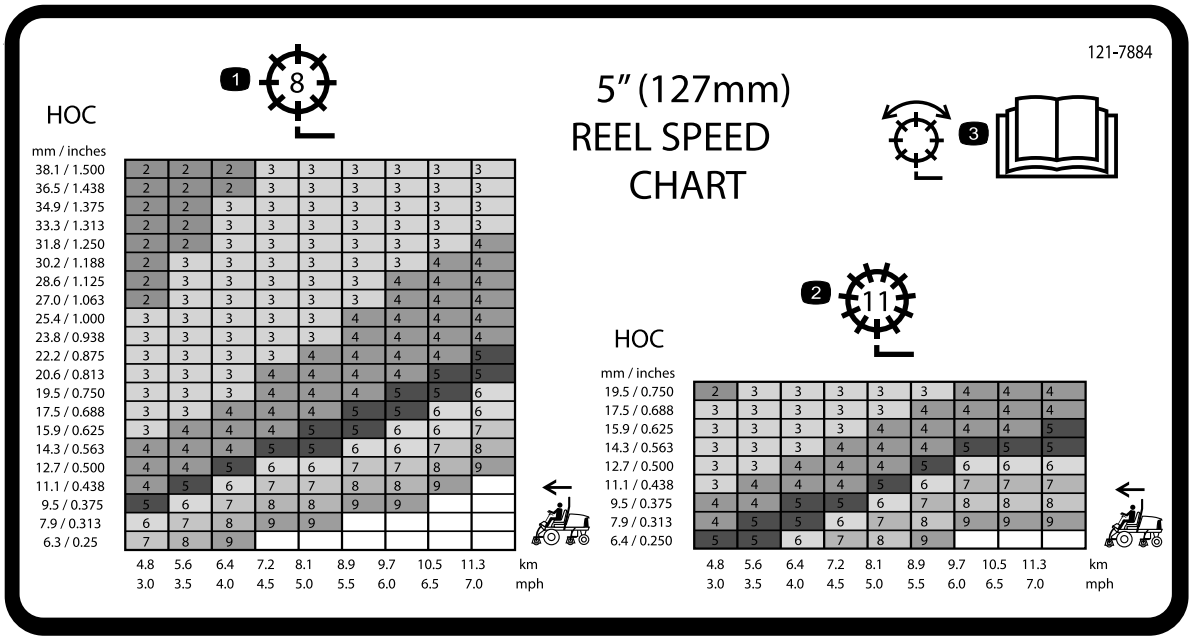

Figur 32
3. Bruk grafen på spolehastighetsdiagram (Figur 32) for å fastsette korrekt spolehastighet.